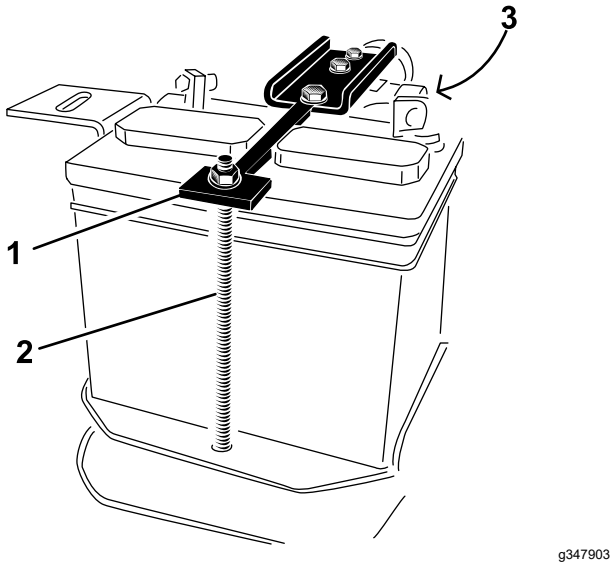

Figur 4
1. Monteringsskruv (2)
4. Ta bort de två muttrarna som håller batteriets fästbyglar på plats och lägg muttrarna, brickorna och bultröret åt sidan (Figur 4).